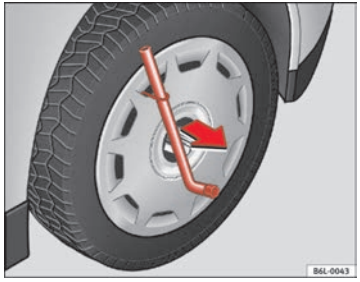

Fig. 122 Remove the complete hub cap
– Remove the wheel cover using the wire hook ⇒ fig. 122.